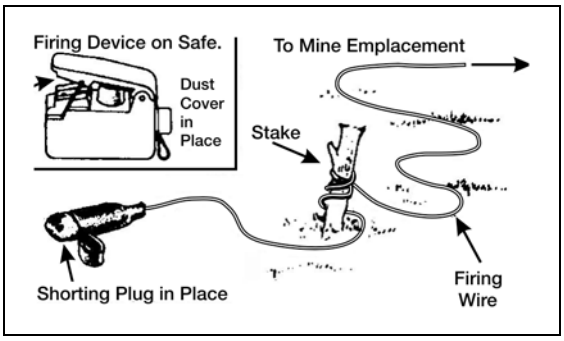

Figure 071-325-4425-4. Firing wire secured
a. Tie the shorting plug end of the firing wire to a fixed object, such as a stake or tree at the firing position (figure 071-325-4425-4).